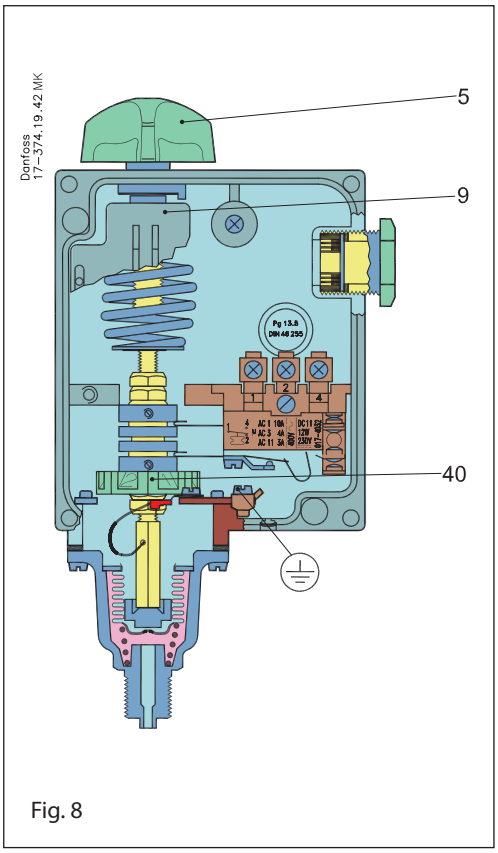
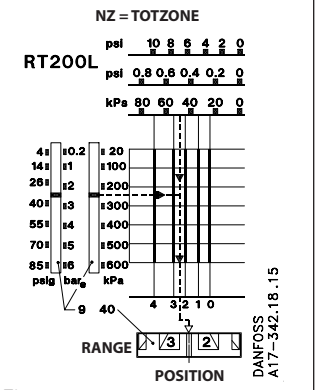
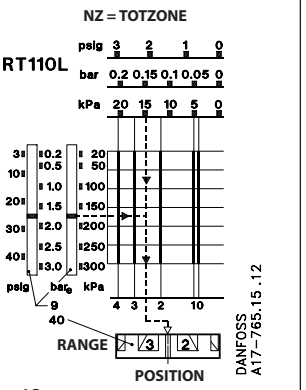

Fig. 8
Fig. 12
Fig. 13
Das Intervall zwischen den Schaltwerten der Kontakte. Stellglied ist dabei in Ruhe (siehe Abb. 13).
Der Bereich wird mit dem Einstellknopf (5) Abb. 8 unter gleichzeitigem Ablesen der Hauptskala (9) eingestellt. Der eingestellte Druck ist der Aus-schaltdruck für den Kontakt 1-4 (siehe Abb. 13).
Die gewünschte neutrale Zone wird im Diagramm für das betreffende Gerät aufgesucht. An der unteren Skala des Diagramms kann dann abgelesen werden, auf welche Position die Neutralzonenrolle (40) eingestellt werden muß. Die Funktion geht aus Abb. 13 hervor.
RT 200L wird mittels des Einstellknopfes (5) Abb. 8, Seite 9 auf 3,5 bar (35 m WS) minus der festen Differenz von 0,2 bar eingestellt.
Die Neutralzone 35-32 = 3 m WS entsprechend 0,3 bar wird mittels der Neutralzonenrolle (40) Abb. 8 Seite 9 eingestellt. Dem Diagramm in Abb. 12 entsprechend wird die Rolle auf die Ziffer 1 eingestellt. Eine genaue Einstellung lässt sich durch die Verwendung des Prüfstandes in Abb. 14 erreichen.